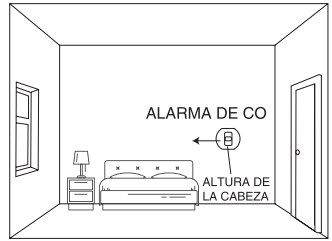

Figura 3: Instalación en un dormitorio u otra habitación sin un aparato de combustión (instalada al nivel de la cabeza)
2. Si está instalando la alarma de CO en un dormitorio u otra habitación sin un aparato de combustión (ver Figura 3):